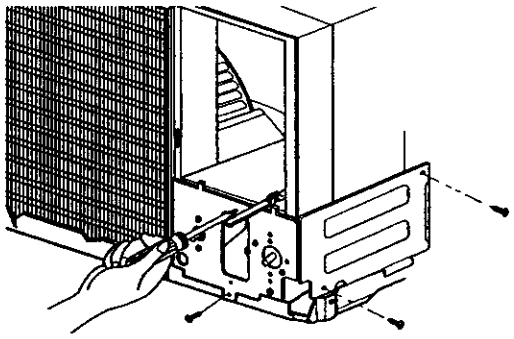

Figure 43
8. Re-install the components by referring to the removal procedure, above. (See Figure 43) (Refer to the circuit diagram found on page 50 in this manual and on the control box.)